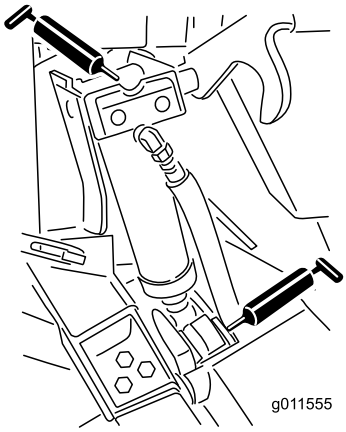

Figuur 47
- Lagerbussen van hefcilinder (4) (Figuur 47)